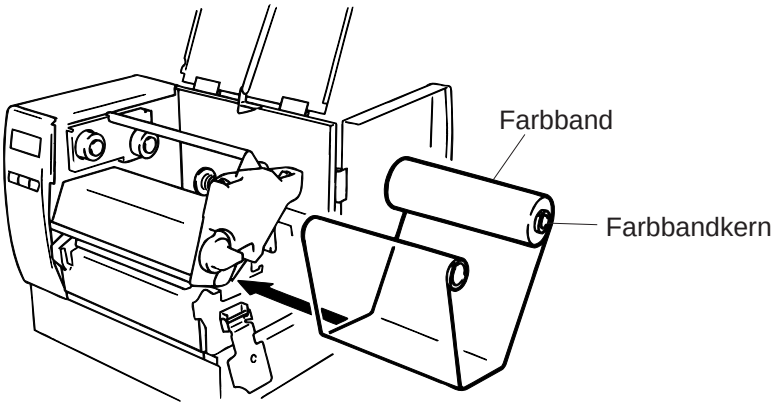

Abb. 7-2
3. Wickeln Sie das Farbband, wie in Abbildung 7-2 gezeigt ein wenig ab.